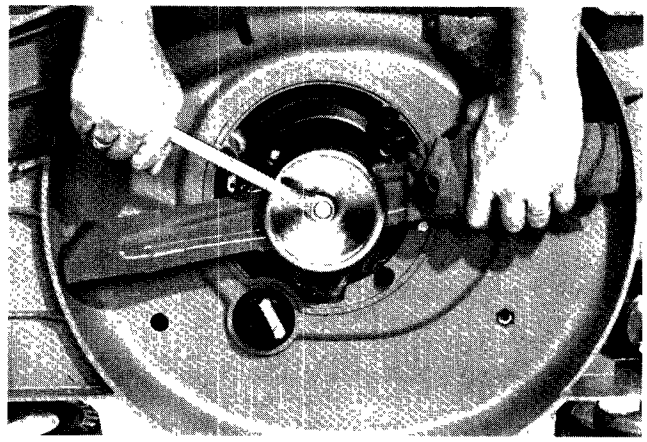

Figure 39
3. Grasp end of blade using a rag or thickly padded glove; then remove cap screw, lock washer, anti-scalp cup, and blade (Fig. 39).
6. In sequence, install sharp, balanced blade, anti-scalp cup, lock washer and cap screw (Fig. 39). Tighten cap screw to 45-60 ft-lb.